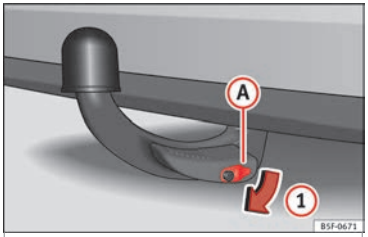

Rys. 230 Zdjęcie osłony zamka.
- Zdjąć osłonę Ⓐ z zamka w kierunku wskazanym przez strzałkę ① ››› **rys. 230**.